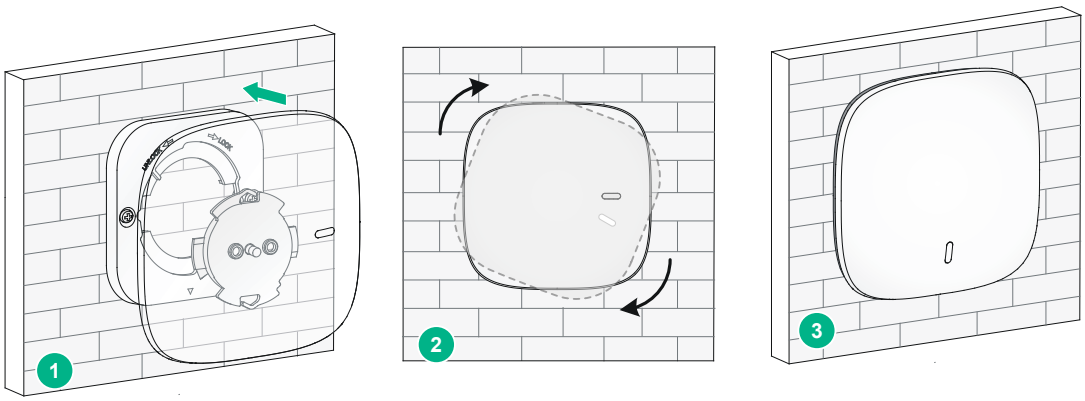

図 3-10 装置の壁面への取り付け
6) 装置用ブラケットを壁面/天井用ブラケットのくぼみに合わせて揃えた後、図 3-10 のように時計回りに回してください。